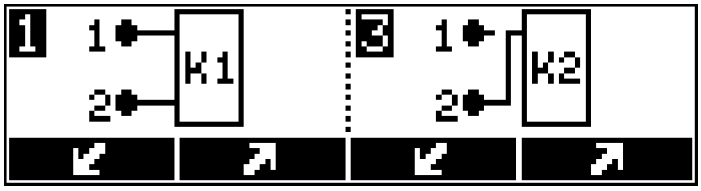

Рисунок 17 — Выбор схемы подключения оптодатчиков
2.10.5 Для выбора схемы подключения оптодатчиков (рисунок 17):